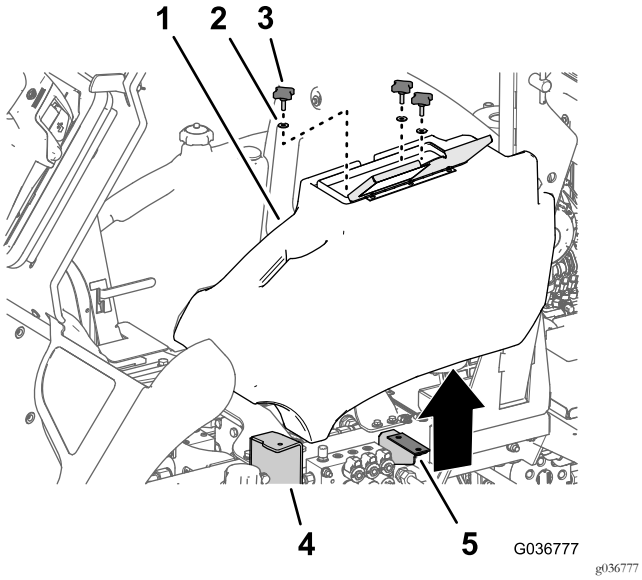

Figura 7
1. Abra a cobertura do compartimento de armazenamento (Figura 7).
2. Desaperte e retire os três manípulos e três anilhas que fixam o compartimento à flange do degrau e ao suporte do compartimento de armazenamento (Figura 7).